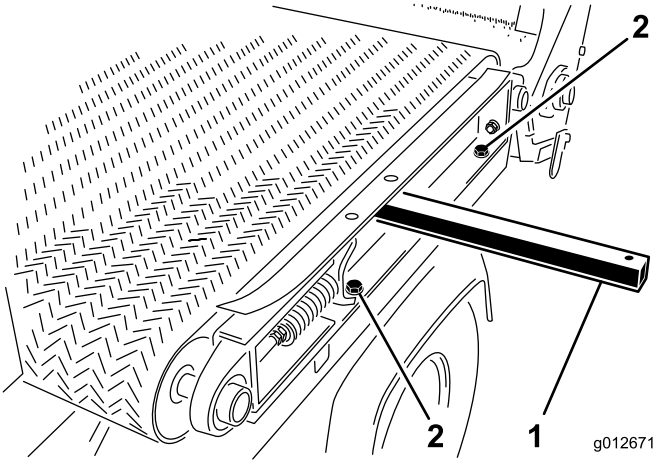

Rysunek 26
7. Usuń (2) śruby z łbem sześciokątnym, podkładki i nakrętkę z lewej strony maszyny, mocując sanie ślizgowe do nadwozia (Rysunek 26).
- Wsuń pręt podnoszący w otwór po lewej stronie maszyny i unieś go w celu przechylenia sani ślizgowych (Rysunek 26).